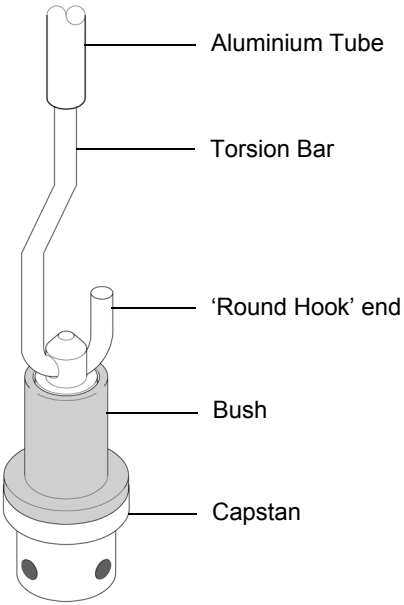

Figure 10: Torsion Bar Assembly
4. Thread the capstan, complete with the bush, over the ‘round hook’ end of the new torsion bar (see figure 10 below). Ensure the aluminium tube moves freely up and down the torsion bar.